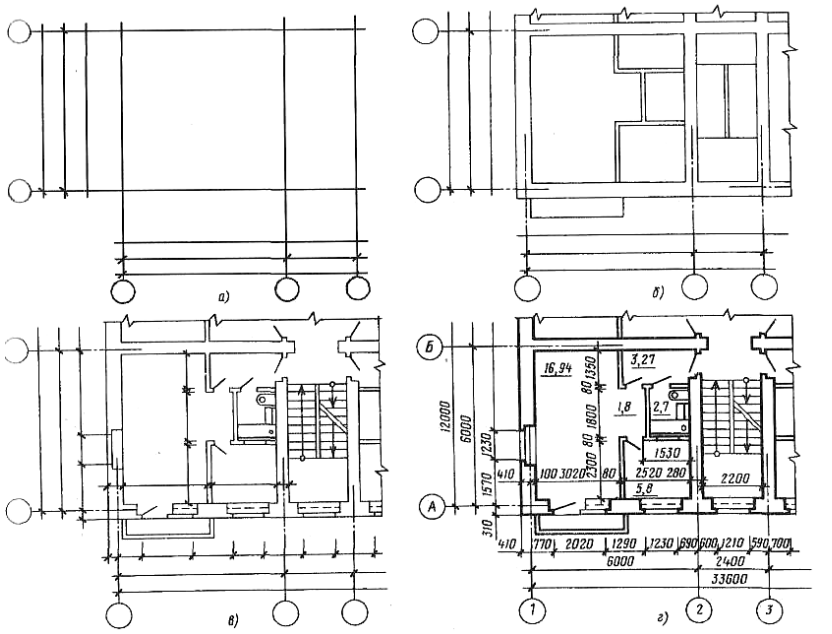
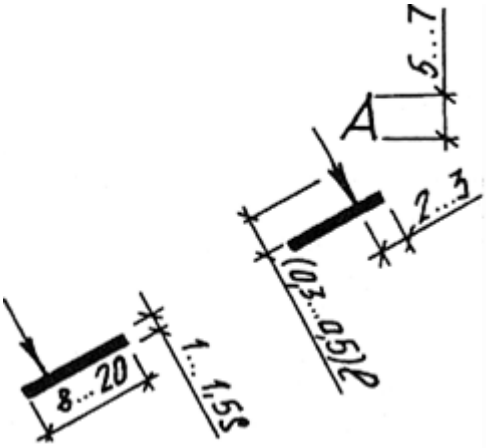

рис. 5.1
Рис. 5.3
Вычерчивание планов зданий. План здания вычерчивают так: проводят продольные и поперечные координационные оси (рис. 5.1, о); вычерчивают все наружные и внутренние стены, перегородки и колонны, если они имеются (рис. рис. 5.1,6); производят разбивку оконных и дверных проемов в наружных и внутренних стенах и перегородках, условно показывают открывание дверей входных в квартиру и внутренних; вычерчивают санитарно-технические приборы и наносят необходимые выносные и размерные линии (рис. 5.1, в); проставляют на чертеже все размеры, делают соответствующие надписи и проверяют чертеж, выполненный в тонких линиях; после исправлений и доработки пропущенных мест приступают к окончательной обводке плана карандашом марки ТМ или М (рис. 5.1, г).
3. Вычерчивают контуры перегородок тонкими линиями (рис. 5.1, в). Следует обратить внимание на различие в присоединении наружных и внутренних капитальных стен и капитальных стен и перегородок.
3. Вычерчивают условные обозначения лестниц, санитарно-технического и прочего оборудования, а также указывают направление открывания дверей (рис. 5.1, д), на планах промышленных зданий наносят оси рельсовых путей и монорельсов. При выполнении чертежей планов зданий графическое обозначение печей или приборов санитарно-технического
4. Наносят выносные размерные линии и маркировочные кружки (рис. 5.1, е). Первую размерную линию как внутри габарита плана, так и вне его следует располагать не ближе 10 мм от контура чертежа. Однако в связи с тем, что перед первой размерной линией за габаритом плана часто размещают марки различных элементов здания, это расстояние увеличивают до 14-21 мм и более. Последующие размерные линии располагают на расстоянии минимум 7 мм друг от друга. Размеры, входящие за габарит плана, чаще всего наносят в виде трех или более размерных «цепочек». Маркировочные кружки разбивочных осей располагают на расстоянии 4 мм
5. Проставляют необходимые размеры, марки осей и др. элементов (рис. 5.1, ж). В габаритах плана указывают размеры помещений, толщину стен, перегородок; привязку внутренних стен к координационным осям; перегородок к внутренним и наружным стенам или к координационным осям. Наносят размеры проемов во внутренних стенах, в кирпичных перегородках, а также их привязку к контуру стен или к координационным осям. Размеры дверных проемов в перегородках на плане не показывают. Указывают размеры отверстий в стенах и перегородках и их привязку или же делают ссылку на соответствующие чертежи. На планах промышленных зданий наносят уклоны полов, размеры и привязку каналов, лотков и трапов, устраиваемых в конструкции пола.
7. Обозначают секущие плоскости разрезов (см. рис. 5.1, ж). На планах наносят также горизонтальные следы мнимых плоскостей разреза, по которым затем строят изображения разрезов здания. Эти следы представляют собой толстые разомкнутые штрихи (толщиной 1 мм) со стрелками. В случае необходимости мнимую плоскость разреза можно изобразить утолщенной штрихпунктирной линией. Направление стрелок, т.е. направление взгляда, рекомендуется принимать снизу вверх или справа налево. Однако при необходимости можно выбрать и другое направление. Толстые штрихи со стрелками не должны проходить через контур плана или подходить к нему вплотную. В зависимости от положения размерных цепочек и загруженности чертежа их можно располагать у контура плана или за крайней размерной цепочкой. Следует избегать разрезов по двум или нескольким секущим плоскостям. Секущие плоскости разрезов обозначают буквами русского алфавита или цифрами (Рис. 5.3). Если план, где нанесено направление секущей плоскости, и разрез размещают на разных листах, то у стрелки дают обозначение листов, на которых эти разрезы изображены. Чертежи планов этажей сопровождают спецификациями конструктивных элементов (столярных изделий и т. п.); спецификациями гардеробного оборудования; экспликацией помещений (в экспликации для жилых и общественных зданий графу «Категория производства по взрывной, взрывопожарной и пожарной опасности» исключают); ведомостями отделки помещений, в которых число граф определяется наличием элементов интерьера, подлежащих отделке; ведомостью проемов ворот и перемычек и т. п.